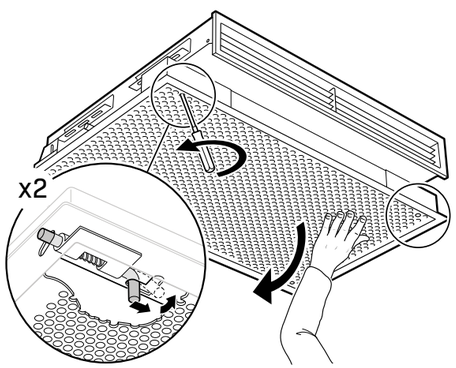

FIGURE 7. Unhook the water connection and unscrew the screws holding the front plate in place.
2) To adjust the ORION II IQHA's energy control, first detach the flexible hose from the water connection and then unfasten the screws located on the corners of the front plate. (See **FIGURE 7**)